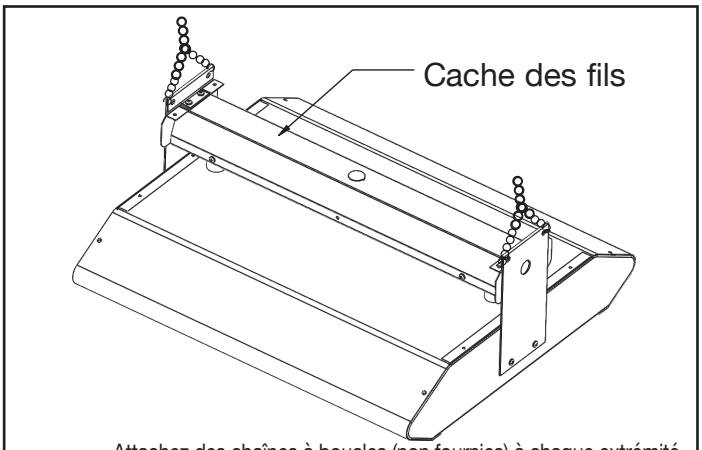

**Figure 3** Attachez des chaînes à boucles (non fournies) à chaque extrémité du support de montage, comme illustré à la figure 3.
Référez-vous à la Figure 3 et procédez comme suit.
2. Attachez des chaînes à boucles (non fournies) à chaque extrémité du support de montage, comme illustré à la figure 3.
4. Retirez les vis (voir Figure 3) de l'avant du cache des fils et laissez le radiateur tourner vers le bas pour le câblage.